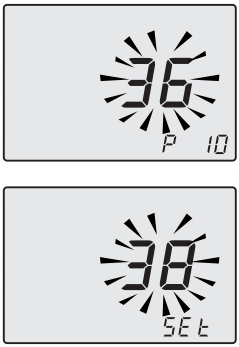

Fig. 7.35
- The writing **P10** - **SEt** alternates on the display (Fig. 7.35).